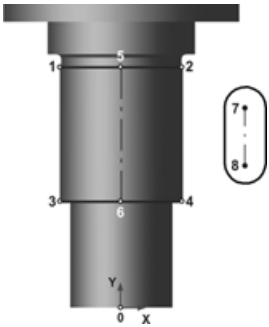

Рис. 5.251
- С помощью команды **Вертикаль** на панели **Параметризация** назначьте отрезку 7-8 вертикальную ориентацию. При этом весь паз также примет вертикальное положение (рис. 5.251).